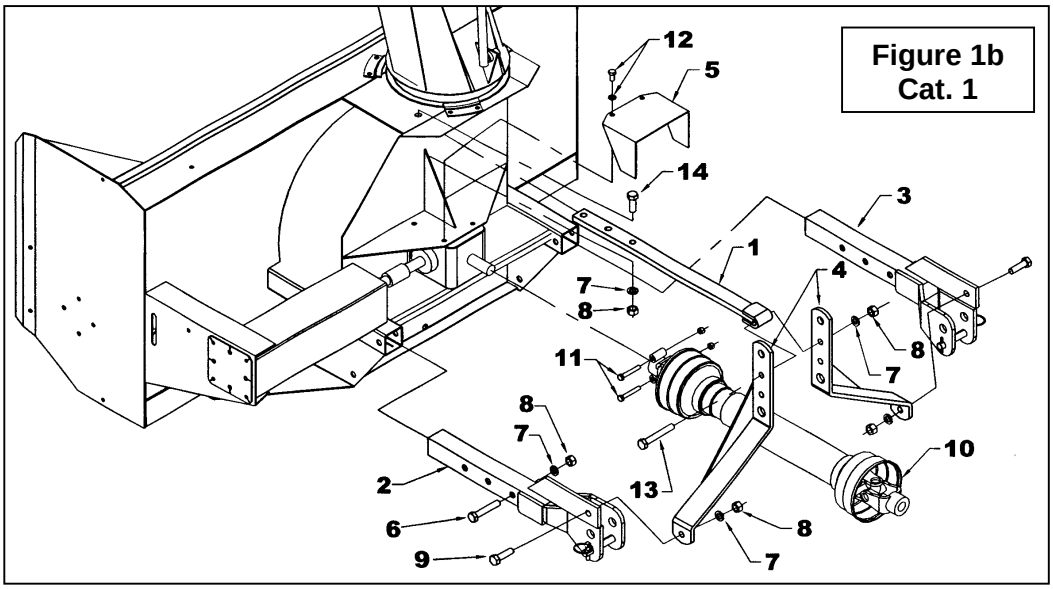

Figure 1b
For Cat. 1: Switch the lower hitches (items 2-3) as illustrated on figure 1b.